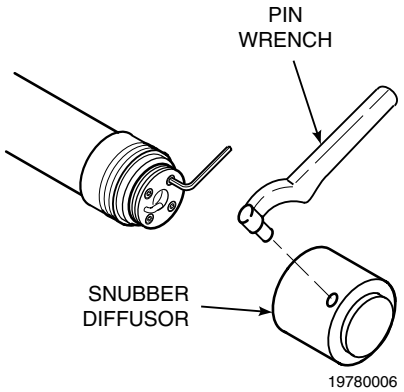

Figure A-4. Flame Arrestor Diffuser Assembly
The flame arrestor diffuser, Figure A-4, protects the cell from heavy particles and isolates the cell from changes in temperature. The assembly consists of a flame arrestor and a snubber diffuser. The flame arrestor and diffuser thread onto the probe tube. Pin spanner wrenches (probe disassembly kit 1L03825G01) are applied to holes in the diffusion element hub to remove or install the diffuser assembly.
c. A chromel-alumel thermocouple which acts as the sensing element for the temperature controller. (Not visible in Figure A-4; located within ceramic support rod.)